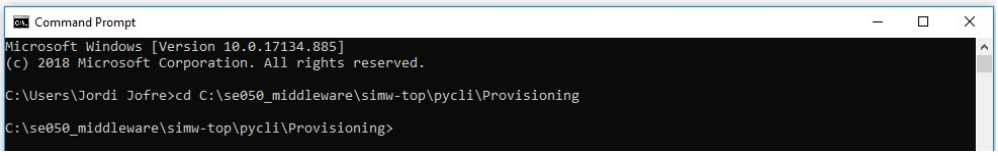

Figure 69. Go to Provisioning folder
3. Go to `C:\se050_middleware\simw-top\pycli\Provisioning` folder as shown in Figure 69.